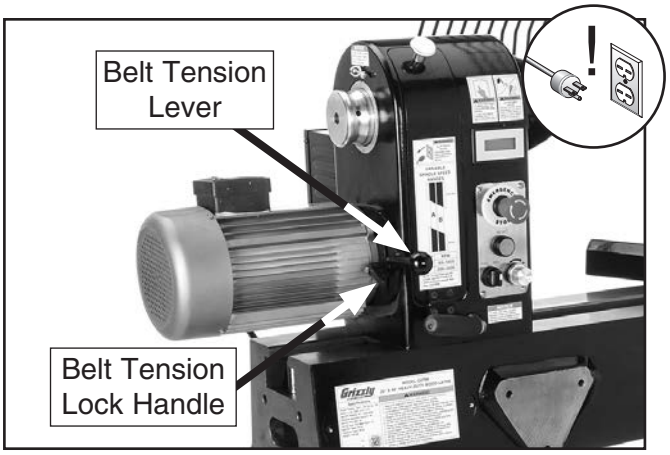

Figure 41. Belt tension lever and lock handle.
3. Loosen belt tension lock handle (see **Figure 41**).
4. Use belt tension lever (see **Figure 41**) to lift motor assembly all the way up, then retighten belt tension lock handle—this will hold motor in place while you change belt position.
5. Reach into belt access cavity and roll belt onto desired set of pulleys, as shown in **Figure 41**.